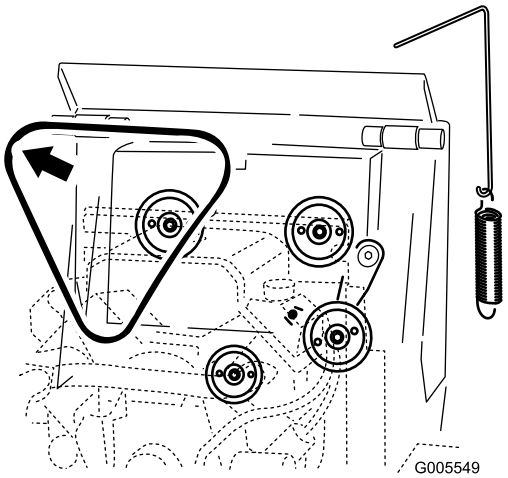

Figuur 52
5. Verwijder de riem van de 3 poelies (Figuur 52).